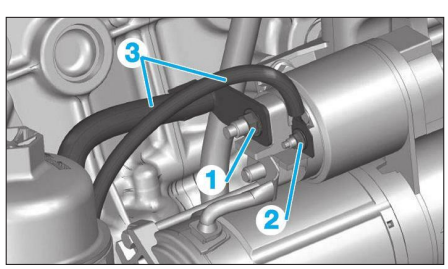

**Fig. 12**
• Déposer les écrous (1) et (2) **(Fig.12)**.
• Ecarter les câbles (3) du démarreur.